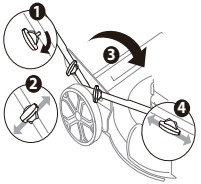

Fig.13A
4. Twist the knobs at the lower handle from vertical (locked 1) to horizontal (unlocked 2) position (Fig.13A).
5. Fold the handle forward (3) and lock the lower handle in place by turning the knobs back into a vertical position (locked 4). (Fig.13A)